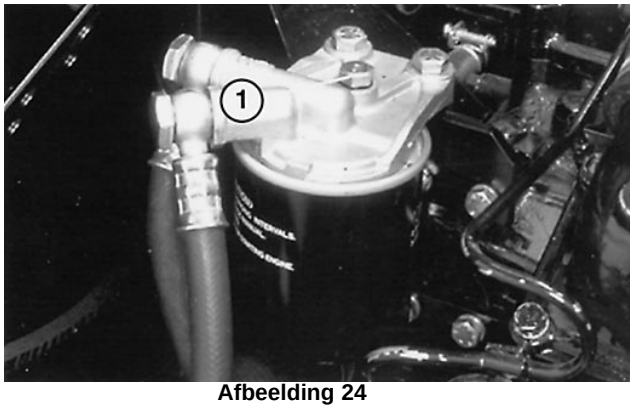

Afbeelding 24
3. Draai de ontluchtingsplug op het brandstoffilter ongeveer 1½ slag los (Afb. 24).